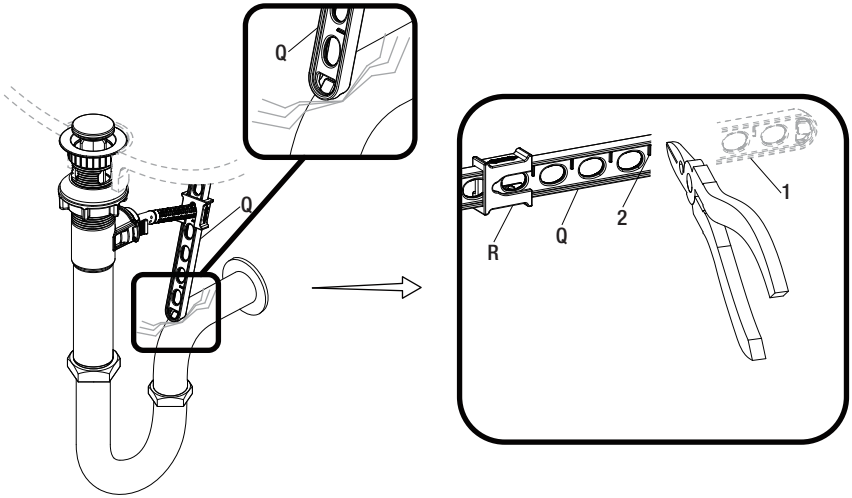

Fig. 1 Fig. 2
- □ Si la presilla de la varilla de elevación (Q) interfiere con tu instalación, como se muestra en la Fig. 1, la presilla de la varilla de elevación (Q) puede recortarse.